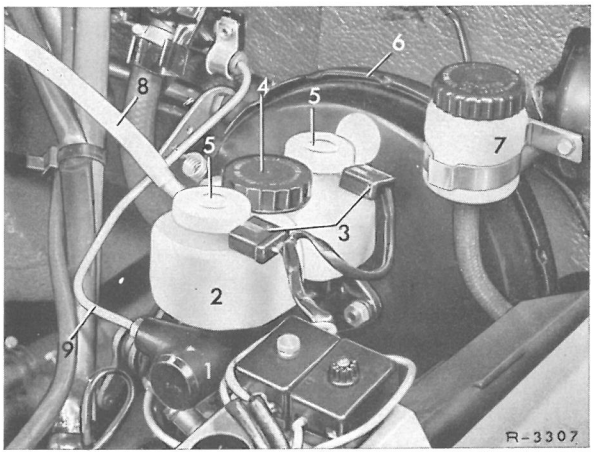

Fig. 42-8/6
2 Stikforbindelsen (3) på kontaktindsatsene til advarselsanordningen løsnes ved, at man løfter holdekanten med en lille skruetrækker (fig. 42-8/6).
3 Begge bremseledninger (9 og lo) til forhjulsbremsen og bremseledning (11) til baghjulsbremsen tages fra (fig. 42-8/16 og 7) på tandem-hovedcylinderen.